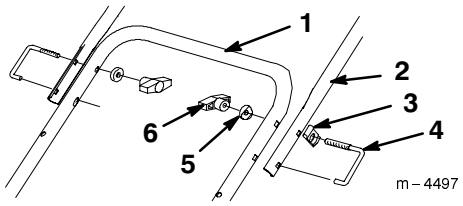

**Figur 6**
**VIKTIGT:** Du måste dra styrkabeln genom kabelföraren innan du drar åt handtagslåset (figur 6).